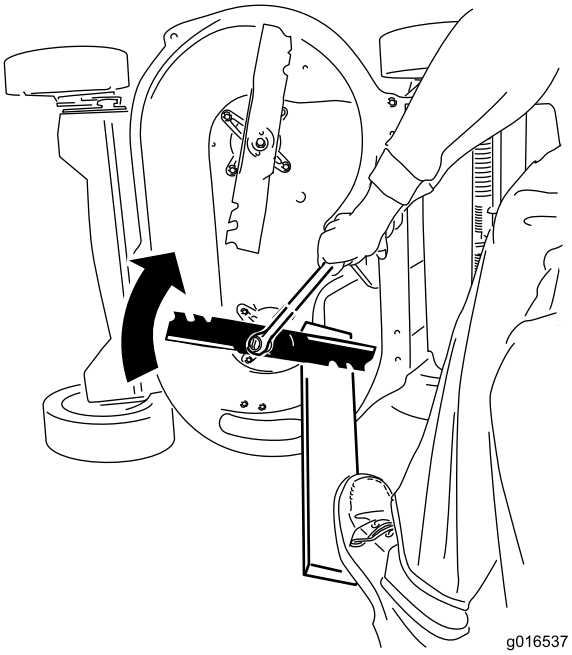

Figuur 34
2. Ondersteun de messen met een plank en draai de mesbout rechtsom met een momentsleutel zoals in Figuur 34; draai elke mesbout vast aan tot 82 Nm.